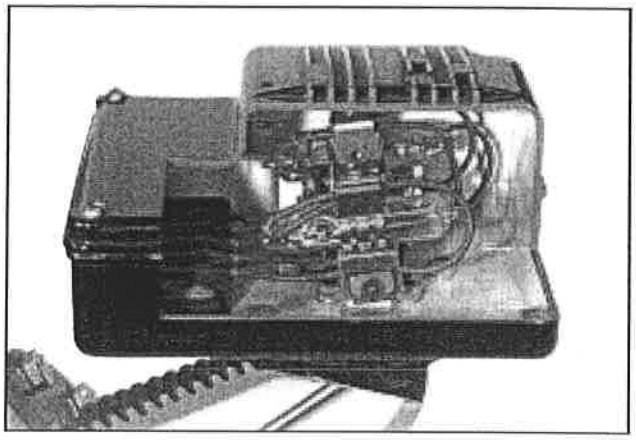

Figure: 1-5 Low Water Cut Off Pump Control (Cutaway)
•Starts and stops the feedwater pump (if used) to maintain water at the proper operating level (Figure 1-5).